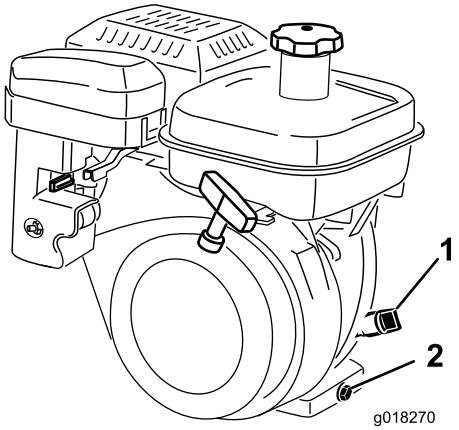

Figuur 30
2. Plaats de machine zodanig dat de motor in een horizontale positie is, en reinig de omgeving van de oliepeilstok (Figuur 30).
3. Verwijder de oliepeilstok door deze linksom te draaien (Figuur 30).
4. Veeg de peilstok schoon en steek deze in de vulopening. Draai de peilstok niet in de opening. Haal de peilstok er vervolgens uit en controleer het oliepeil. Als het peil te laag staat, vult u voldoende olie bij totdat het peil tussen de "H"- en "L"-markering op de meter staat (Figuur 30). Controleer het oliepeil. Niet te vol vullen.
2. Plaats een opvangbak onder de aftapplug aan de achterzijde van de machine (Figuur 30). Zet de aftapplug los.